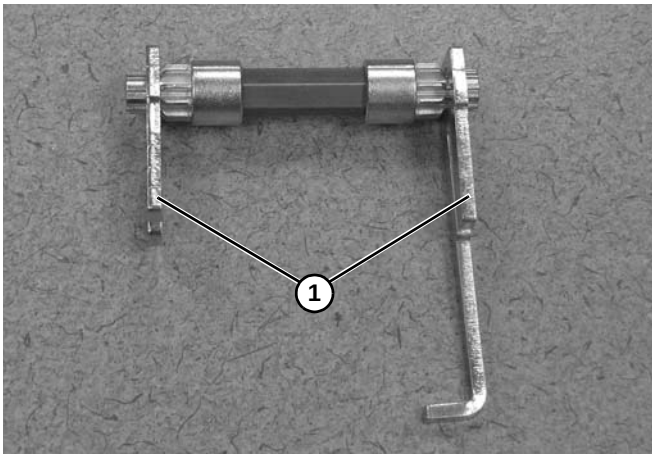

Abbildung 91
6. Auf Halteplatten **(Abbildung 91, Teil 1)** schieben.